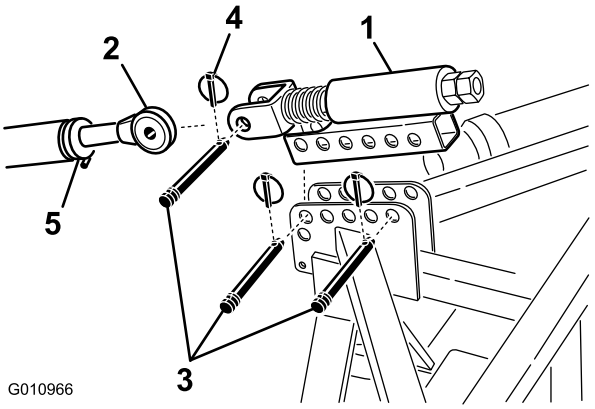

**Figur 10**
1. Montera den fjäderbelastade topplänken på luftarens fäste med två länkpinnar och hjulsprintar (Figur 10)
2. Lossa låsmuttern på traktorns övre länk. Justera den övre länkens längd tills den är inriktad mot sprinten på den fjäderbelastade topplänken på luftaren (Figur 10).
3. Anslut traktorns övre länk till sprinten på den fjäderbelastade topplänken och säkra den med en länkpinne och lynchpinne (Figur 10).
6. Rotera den övre länken tills fjädern har pressats samman med ca 13 mm (Figur 10).